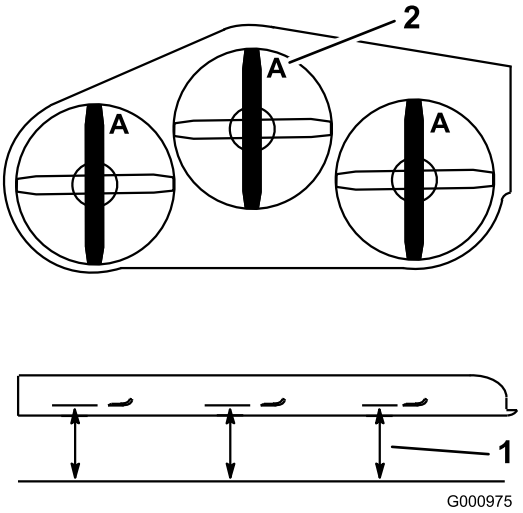

Figur 93
3. Rotera knivarna tills ändarna vetter framåt och bakåt (Figur 93).
4. Mät från en plan yta till knivens egg vid punkt **A** på knivarna (Figur 93).